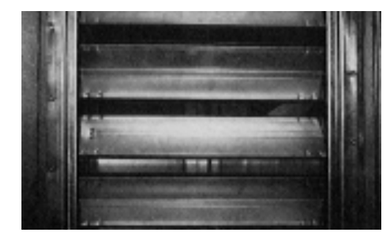

FIGURE 29. Be sure that damper blades open and close properly and have sufficient rotation clearance.
1) Check blade rotation clearance. Verify that blades open and close properly and rotate sufficiently. If they do not, check for obstructions, broken or bent blades, or loose linkage. Correct or repair as necessary (See **FIGURE 29**).